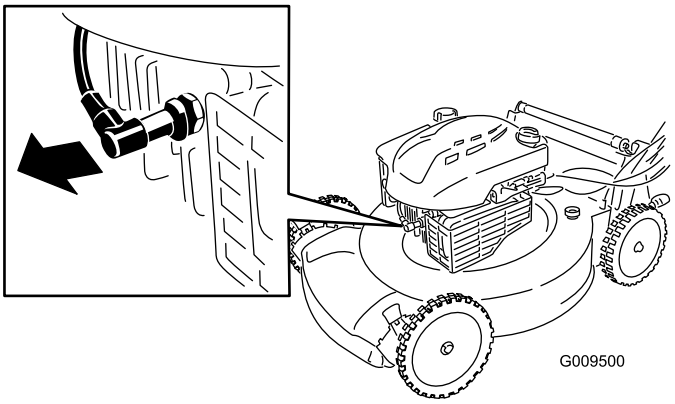

Figuur 25
2. Trek de bougiekabel los van de bougie (Figuur 25) voordat u onderhoudswerkzaamheden uitvoert.